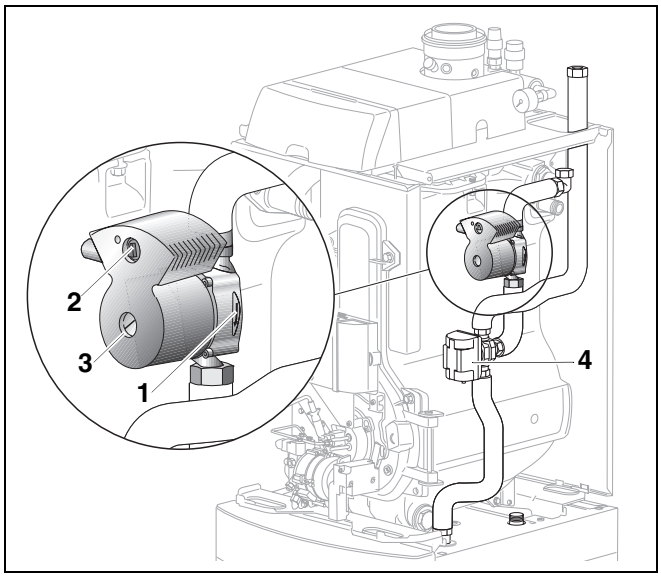

Rys. 21 Pompa obiegowa
- Ustawić pompę obiegową na średnie obroty (rys. 21, **poz. 2**).
Ustawienie pompy w niższym położeniu może prowadzić do obniżenia komfortu korzystania z ciepłej wody (rys. 21, **poz. 2**).